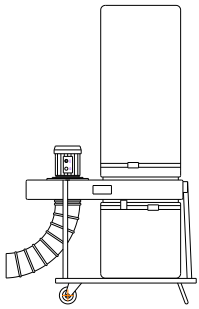

Рис. 1
- УВП-1200 - на основании с двумя колесными опорами, рис.1.